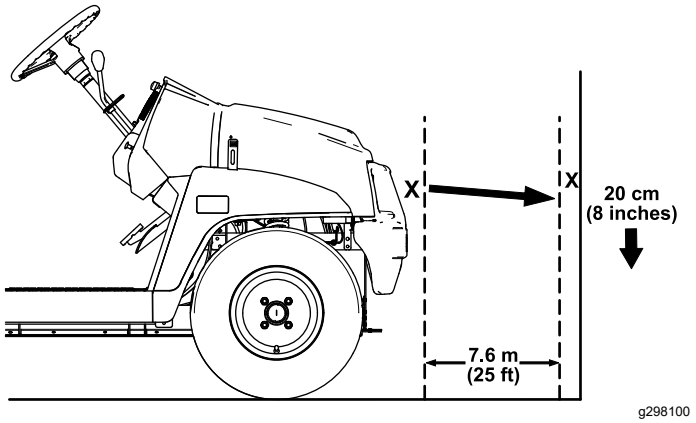

**Figuur 42**
1. Parkeer de machine op een horizontaal oppervlak met de koplampen op ongeveer 7,6 meter verwijderd van een muur (Figuur 42).
Het helderste gedeelte van de lichtstraal van de koplampen dient zich 20 cm onder de markering op de muur te bevinden (Figuur 42).